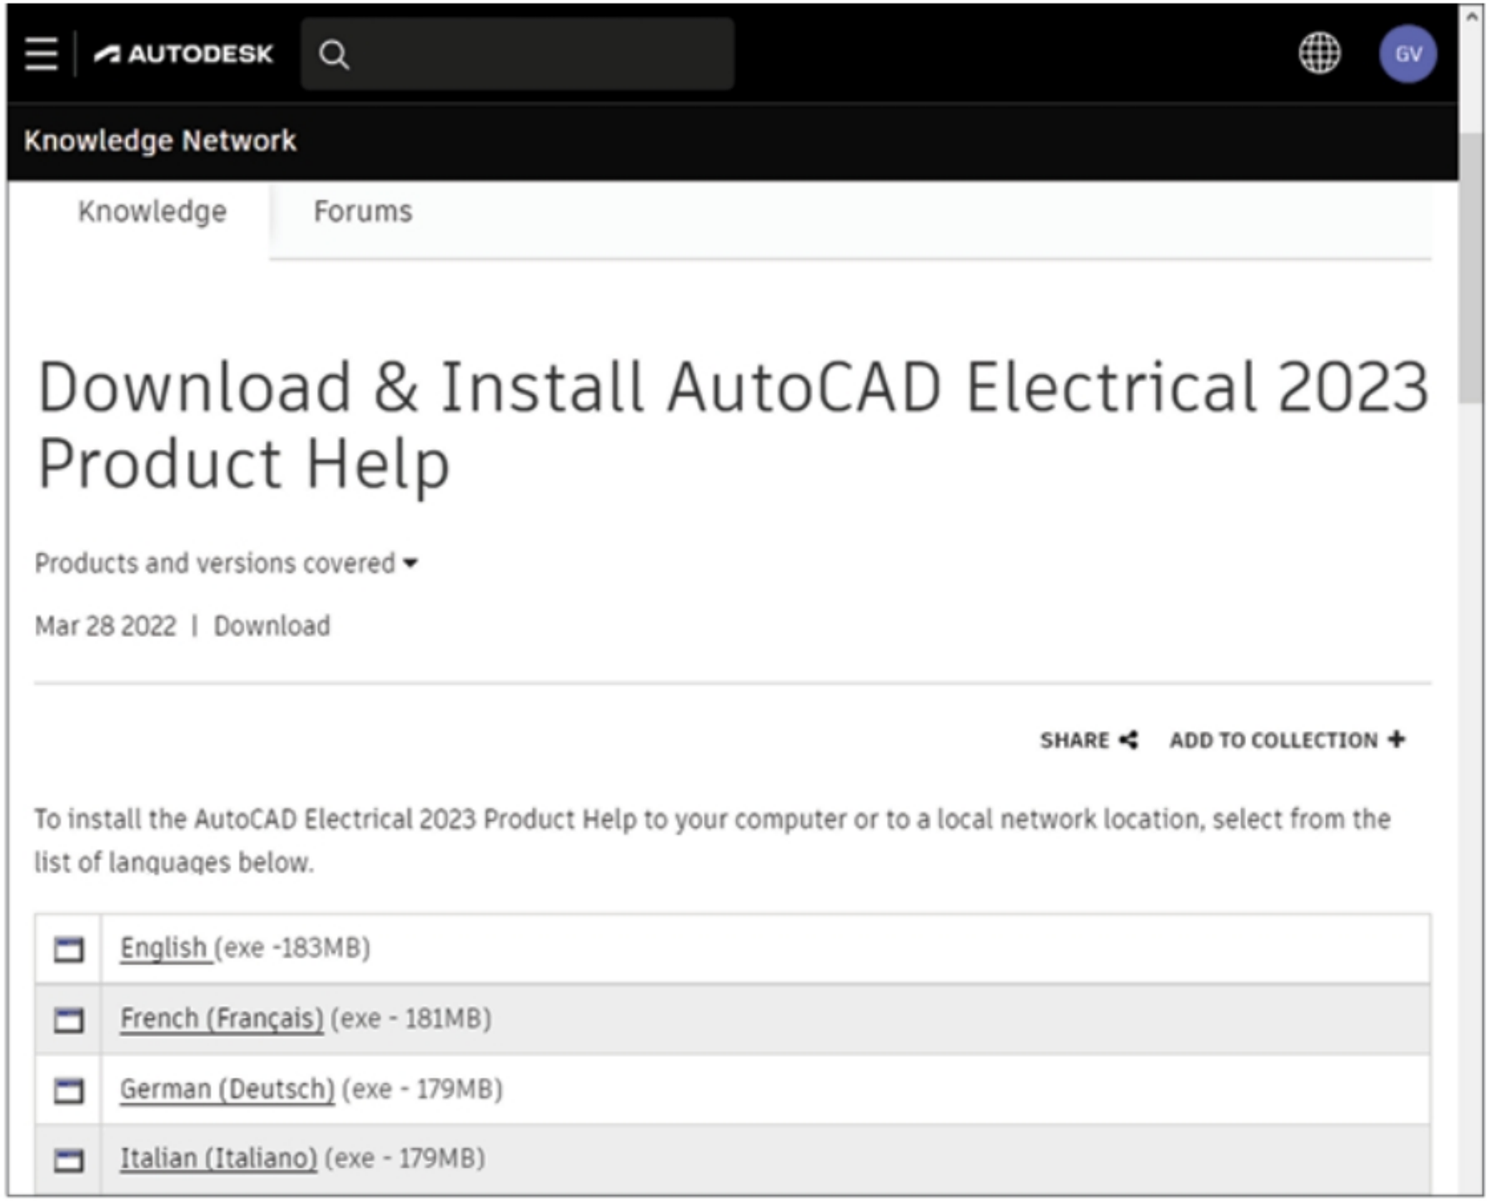

Figure-16. Offline help link
- Click on desired language link to download the help file in respective language from web page; refer to Figure-16.